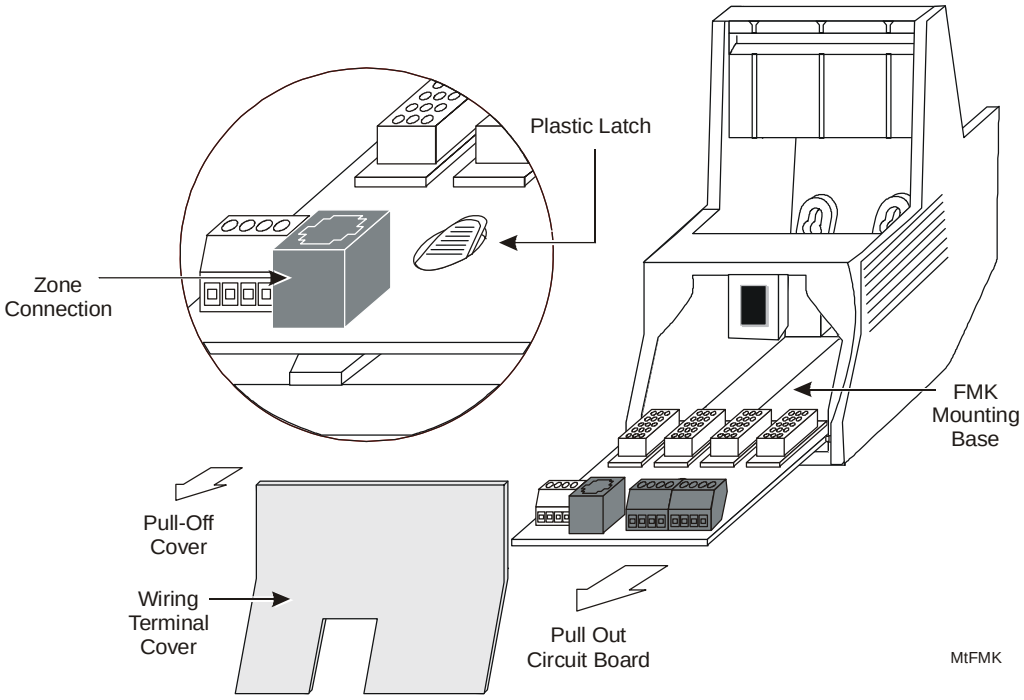

Figure 33: Mounting the FMK
1. Remove the wiring terminal cover, pulling it off the unit (Figure 33).